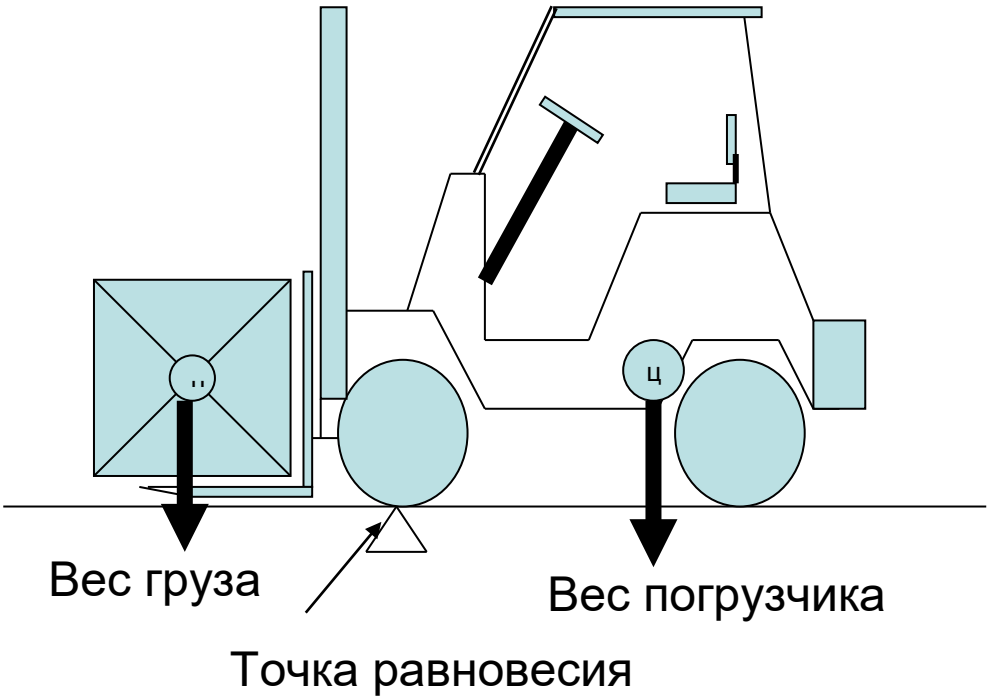

Рис. 4.1 Центры тяжести груза и погрузчика при нахождении точки равновесия под передними колесами
• Передние колеса погрузчика служат в качестве точки равновесия, а вес груза, и вес, прилагаемый к задним колесам, находятся в равновесии рис. 4.1 , что снижает вероятность опрокидывания погрузчика вперед.